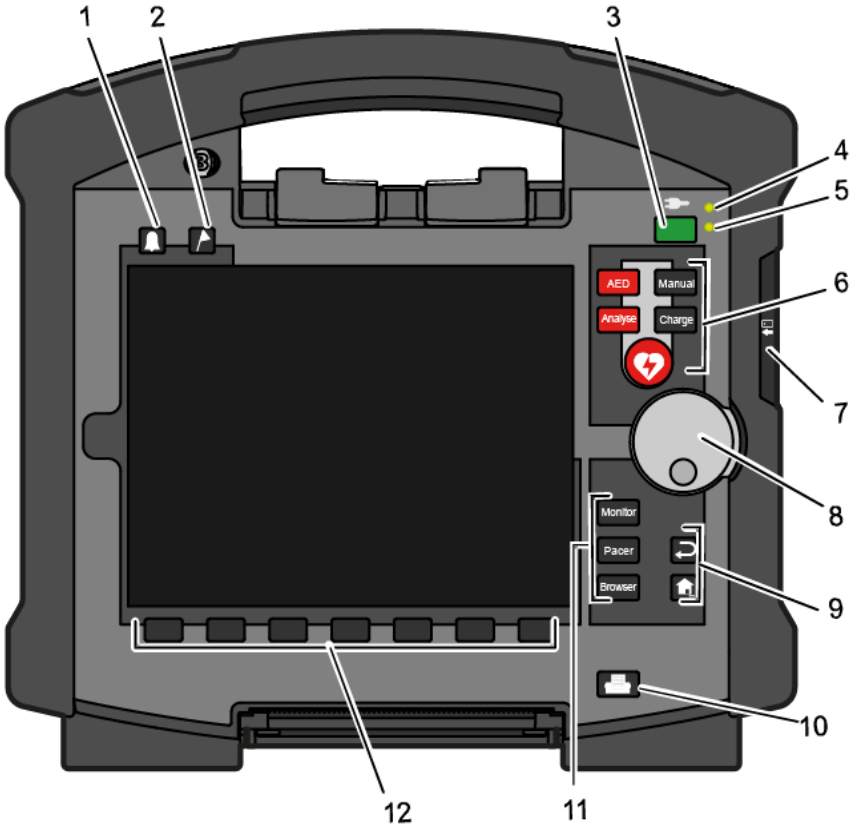

Fig. 4-1 Monitoring unit, operating elements and LEDs
The different operating modes are selected by pressing the following keys (Fig. 4-1, item 11):
The function keys **Back** and **Home** (Fig. 4-1, item 9) are used to control the device:
Pressing the **Print** key (Fig. 4-1, item 10) starts the real-time printout of the curves. Pressing the **Print** key again interrupts every running print job (log, D-ECG, real-time printing).
The softkeys (Fig. 4-1, item 12) are assigned different functions, depending on the current operating mode or selected dialogue. The current function is displayed in the softkey line.
By pressing the **Alarm** key (Fig. 4-1, item 1), the alarm history of all physiological and technical alarms is called up. All the alarms which have occurred appear in this list with their time of occurrence.
If the **Event** key (Fig. 4-1, item 2) is pressed briefly, a time stamp is saved which marks the current ECG data and parameter values. Based on this marking, this data can subsequently be located in the data memory, viewed and assessed. The message `Event recorded` appears in the message line.